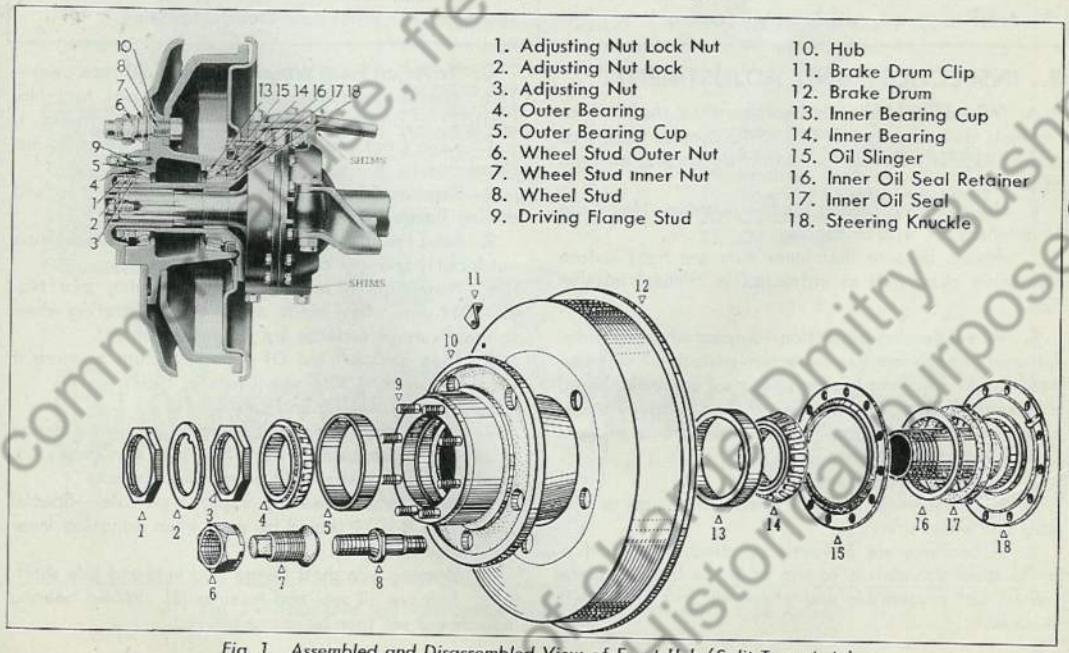
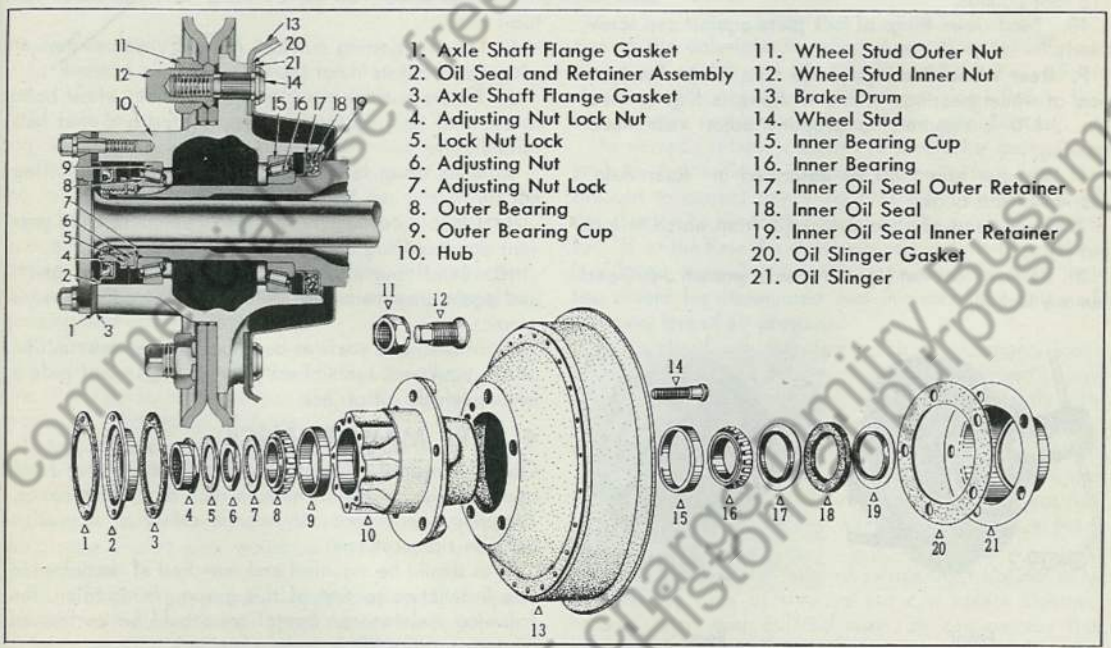

Fig. 1 Assembled and Disassembled View of Front Hub (Split Type Axle)
Fig. 3 Assembled and Disassembled View of Rear Hub (Split Type Axle)
C. To Adjust Front Wheel Bearings (Split type axle)—This operation requires the use of special tool No. CS-1079 to properly adjust inner nut. (Refer to Fig. 1)
3. Bend lips of adjusting nut lock (2) so that adjusting nut lock (1) and lock can be removed.
4. Now tighten adjusting nut (3), using tool No. CS-1079 until wheel binds, at same time rotating wheel to make sure all surfaces are in proper contact.
5. Then back off nut (3) about 1/6 turn or more if necessary, making sure wheel rotates freely.
6. Replace lock (2) and lock nut (1).
D. Rear Wheel Bearings (Split type axle)—Special tool No. CS-1074 should be used when adjusting inner nut (Refer to Fig. 3).
2. Remove oil seal and retainer (2). Wheel bearing adjustment will then be accessible.